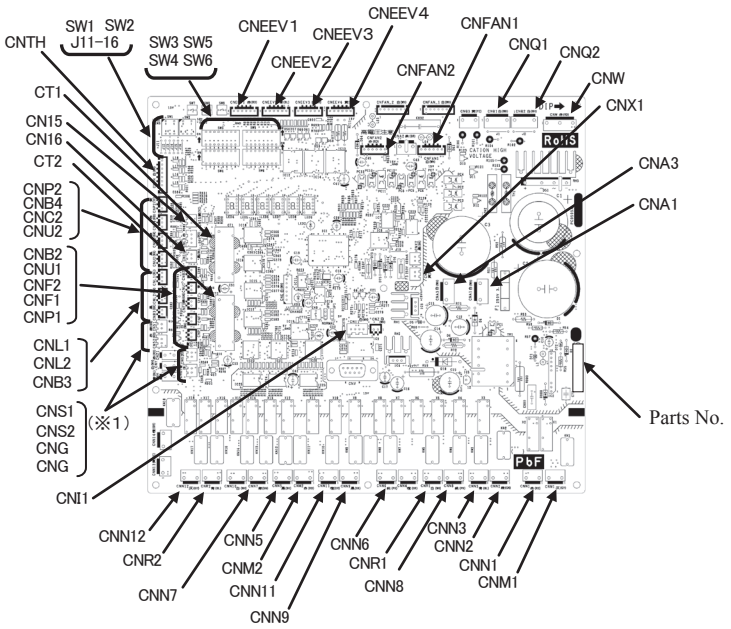

Fig.1 Parts arrangement
(Be sure to measure voltage (DC) and check that the voltage is **discharged sufficiently.** (Refer to Fig.1))